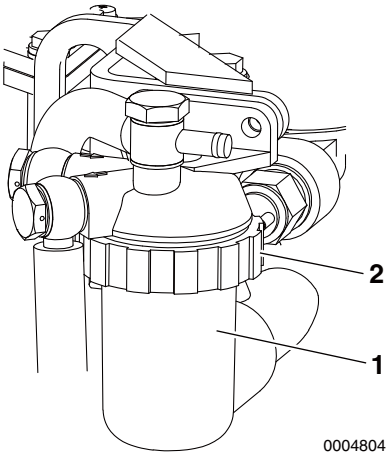

Figur 8
3. Fjern filterkassen ved at løsne låseringen **(Figur 8, (2))**. Drej ringen mod uret med en skruenøgle.
4. Fjern huset **(Figur 8, (1))**, og fjern elementet. Udskift elementet med et nyt.